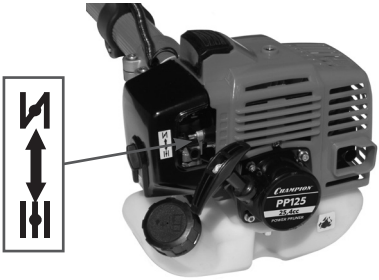

Рис. 15. Рычаг управления воздушной заслонкой карбюратора
5. Закройте воздушную заслонку карбюратора. Для этого установите рычаг управления воздушной заслонкой в верхнее положение (ЗАКРЫТО) (Рис. 15).